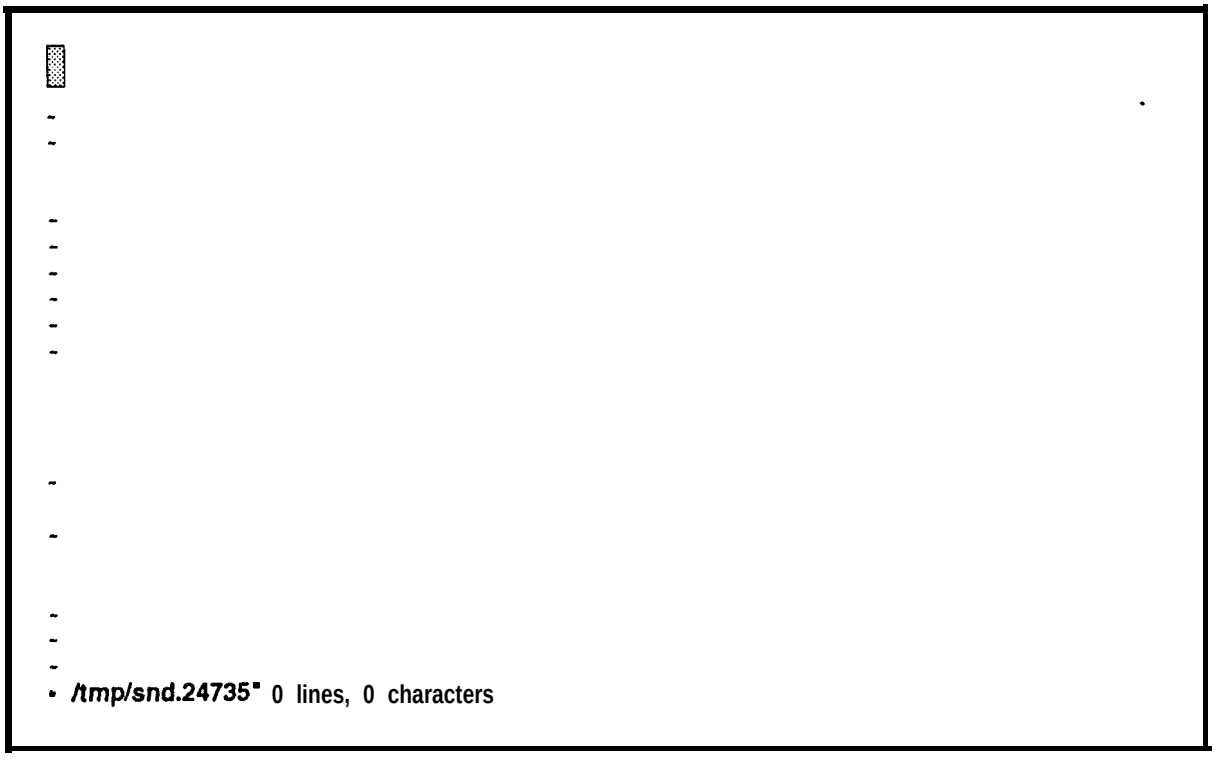

Figure 14-3. Elm Screen Editor Screen for Creating and Editing the Body Text for a Message
(2) To send this message to more than one Information Addressee, enter all **login** names in sequence, separated by a comma. A blank space after the comma and before the next **login** name is optional. Press **RETURN** after the last **login** name has been entered.
(3) When you press **RETURN,** the vi screen will be displayed as shown in Figure 14-3. The cursor will be in the upper, left corner of the screen.